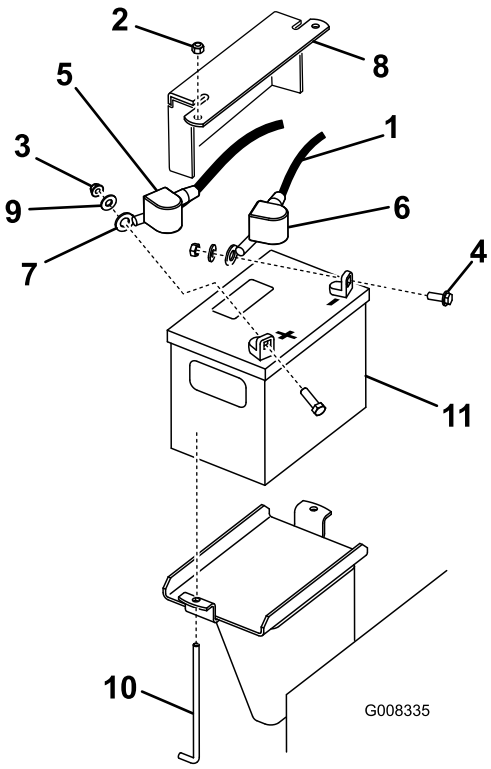

Figur 42
3. Lyft av gummikåpan från minuskabeln. Lossa batteriets minuskabel från batteriets minuspol (–) (Figur 42).
4. Skjut av den röda anslutningsskon från batteriets pluspol (röd). Lossa sedan batteriets pluskabel (röd) (Figur 42).
5. Ta bort batterilåsfästet, j-skruvarna och låsmuttrarna som fäster batteriet (Figur 42) och ta bort batteriet.
1. Sätt in batteriet i maskinen (Figur 42).
3. Montera först pluskabeln (röd) på batteriets pluspol (+) med en mutter, bricka och bult (Figur 42). Trä gummikåpan över polen.
4. Anslut sedan batteriets minuskabel och jordkabel till batteriets minuspol (–) med en mutter, bricka och bult (Figur 42). Trä gummikåpan över polen.